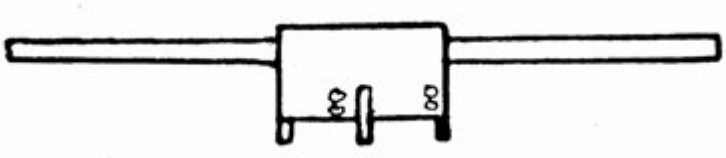

Рисунок 6-21 Штифтовый гаечный ключ
См. Рисунок 6-21
См. Рисунок 6-21.
Закрепить на барабане болтами малую торцевую деталь (67). См. Рисунок 6-21